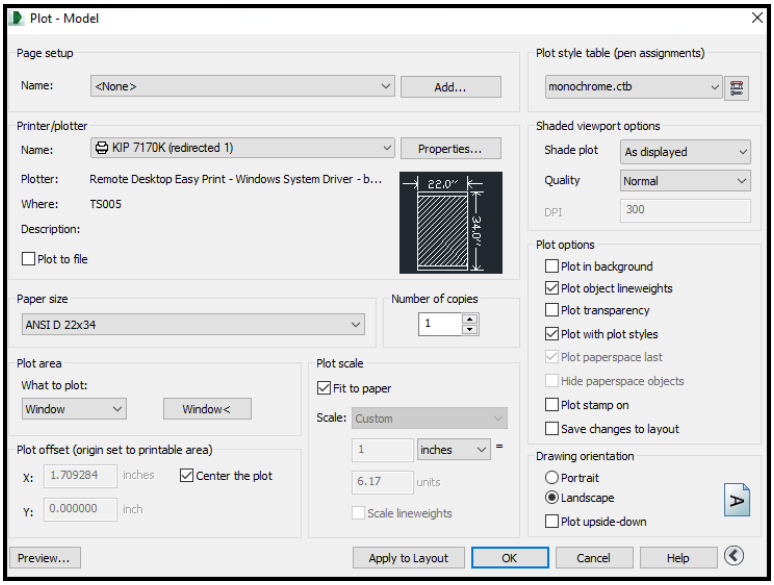

Figure 4.5. Plot material window.
2. Change the following setting as shown in Figure 4.5: